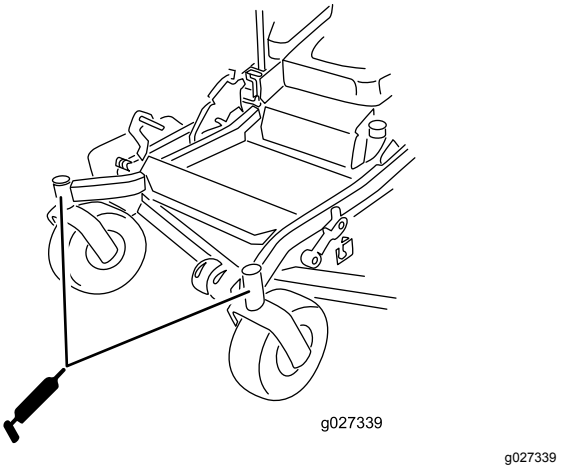

**Figur 50**
12. Montera sexkantpluggen och dammkåpan (Figur 50).
13. Smörj svänghjulets lager (Figur 50).